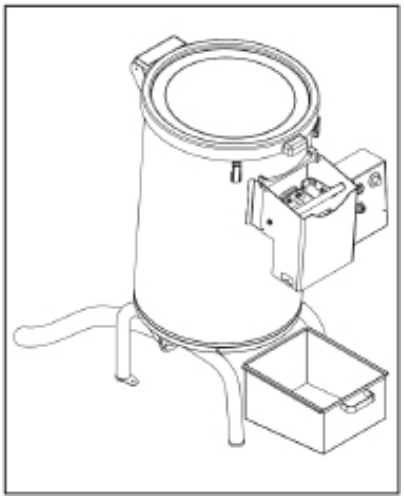

Fig. 16.
- Glisser le récipient de collecte de sédiments sur les rails de guidage situés sous la plaque et le pousser vers l'arrière. Assurez-vous que les deux tubes sont correctement insérés (Fig. 16).